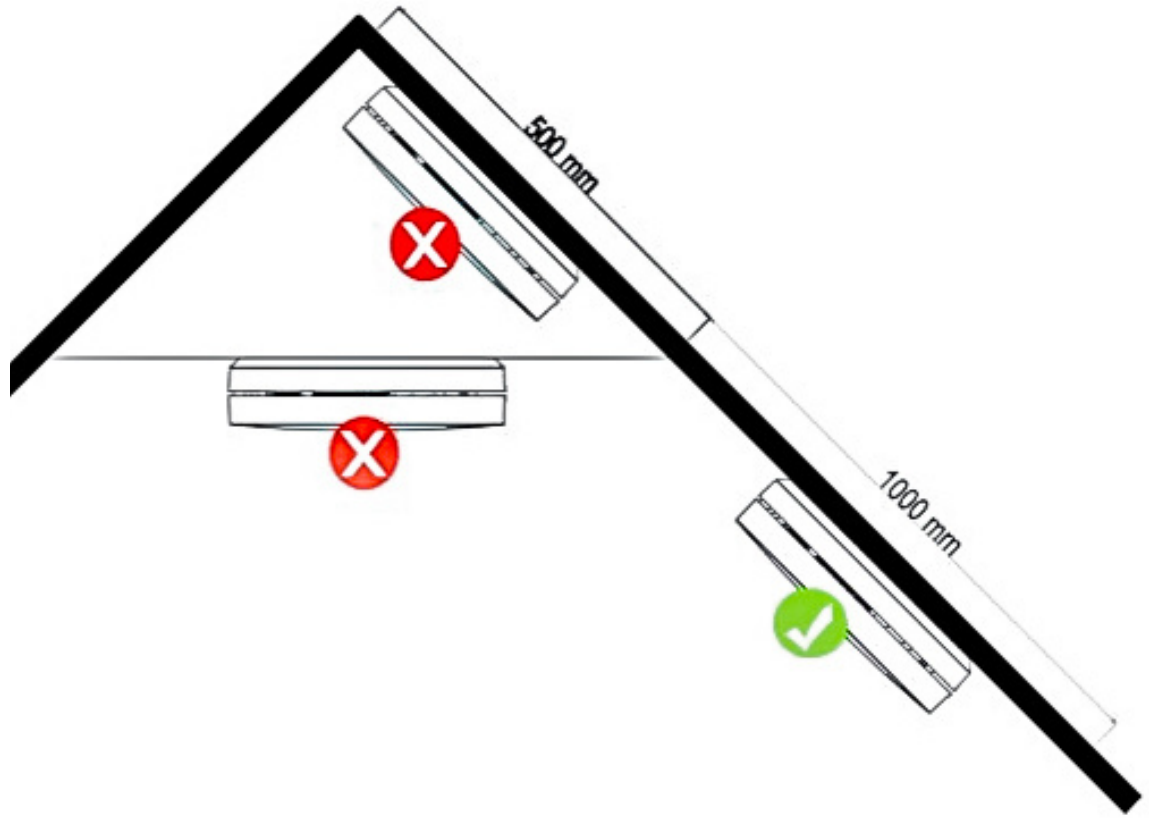

Figur 2: Rekommenderade monteringsplatser
- Kontrollera figur 2 och 3 för korrekta monteringsplatser. De flesta EU-länder kräver rökdetektorer på alla våningar och utrymningsvägar.